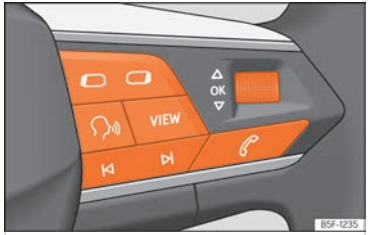

Fig. 12 Costat dret del volant multifunció: tecles per utilitzar els menús i les indicacions informatives del quadre d'instruments (segons versions).
Mentre hi hagi un advertiment amb prioritat 1 ››› pàg. 23, no es podrà accedir a cap menú. Alguns advertiments es poden confirmar i amagar amb la tecla OK del volant multifunció ››› fig. 12.
- Si es mostra un missatge o el pictograma d'un vehicle, premeu la tecla OK ››› fig. 12; si cal, feu-ho diverses vegades.